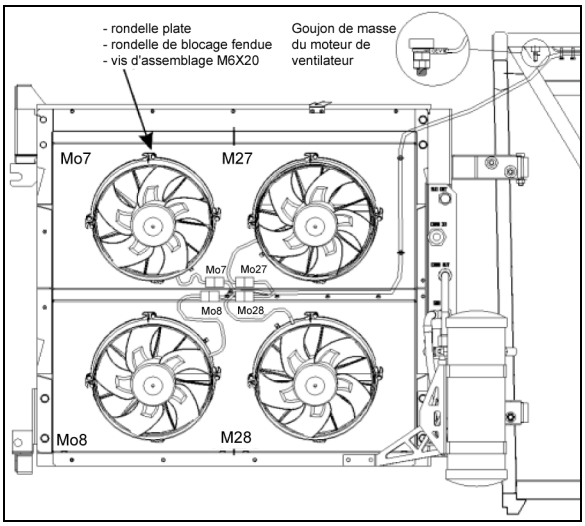

FIGURE 45 : **VENTILATEURS DU CONDENSEUR**
2. Débrancher le connecteur de faisceaux du ventilateur (Figure 45)